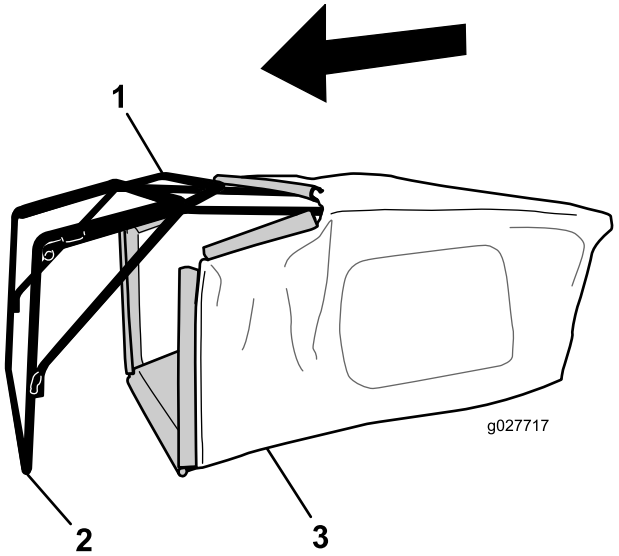

Figur 8
1. Sæt græsposen over stellet som vist i Figur 8.
Bemærk: Sæt ikke posen over håndtaget (Figur 8).